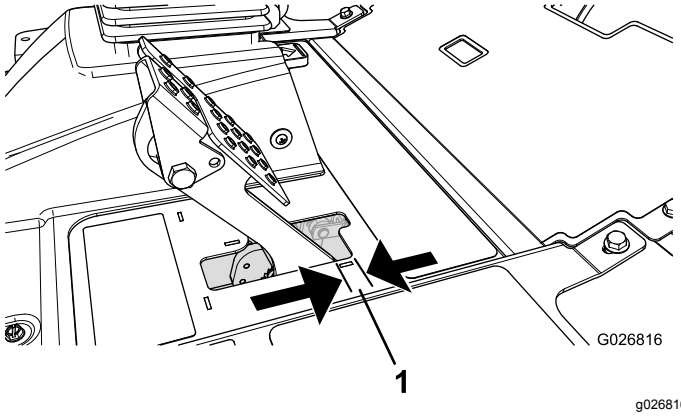

图60
当刹车踏板的自由行程图60超过 2.5cm 时或需要施加更大保持力时应调节刹车。自由行程是您感到刹车阻力之前刹车踏板移动的距离。
2. 紧固后螺母向后移动拉线直到车轮被锁定时刹车踏板的自由行程图60达到 613 mm。